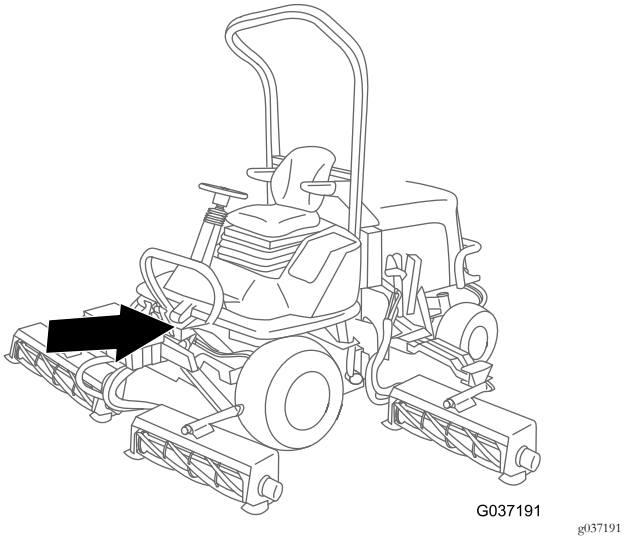

Figur 21
3. Før ledningsnettets gren sammen med ringklemmen til hornet foran på maskinen, under sædeplatformen (Figur 21).